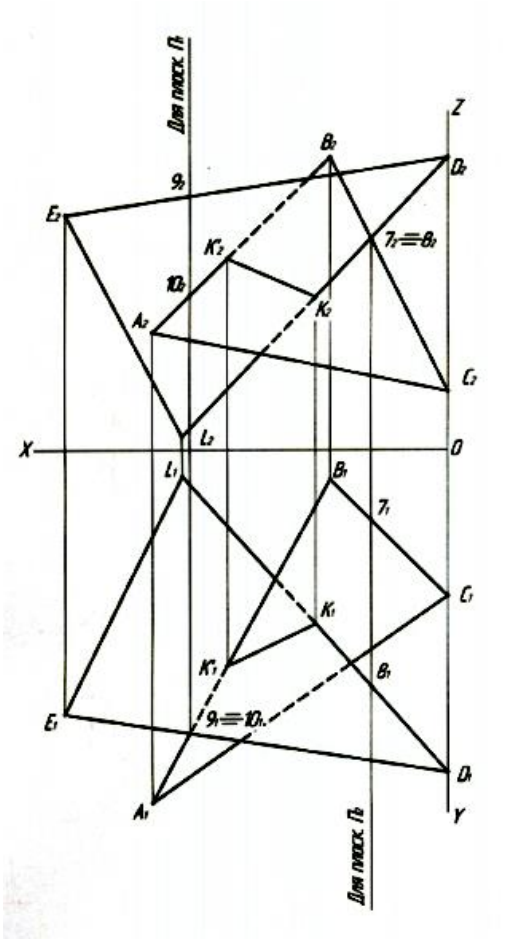

Рис. 5. Определение видимости сторон треугольников *(ABC)* и *(DEL)*
5. Определить видимость сторон треугольников (ABC) и (DEL) (рис. 5).